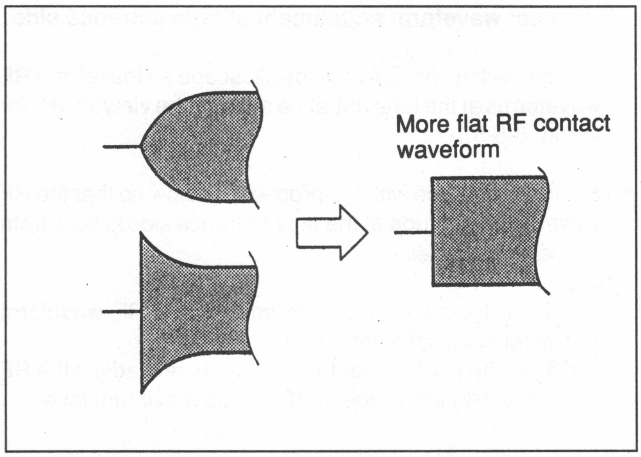

Fig. 8-5-7. RF Contact Waveform Adjustment at Entrance Side
9. Adjust the tension regulator guide height so that the RF contact waveform at the entrance side shown in Fig. 8-5-7 is flat.